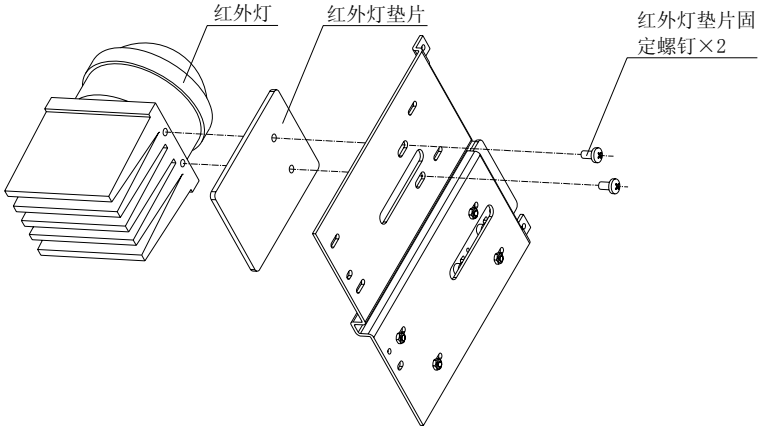

图 3-7
3.3.5 按照图 3-7 所示，使用 M4×8 螺钉将红外灯、红外灯垫片固定在 3.3.4 装配好的组件上；